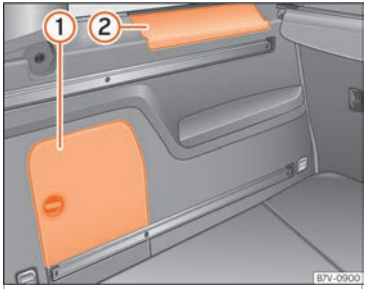

Fig. 191 In the boot: lateral storage compartment.
There are other compartments ››› Fig. 191 ① and ② in the side of the boot. To open the compartment ①, turn the catch clockwise. To open the compartment ②, lift the cover. Compartment ① houses the factory fitted **CD changer**. The compartment lid ① can safely store the tray support covers.